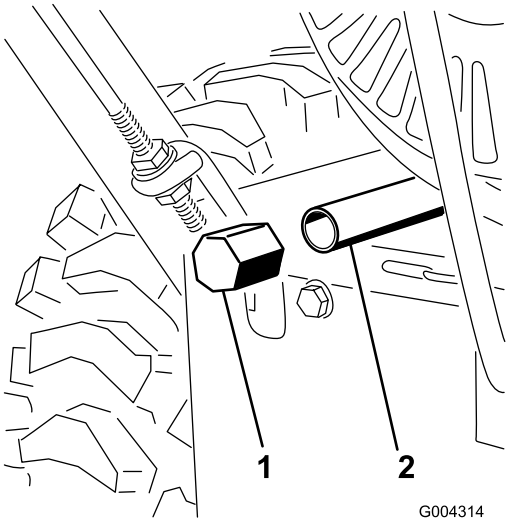

Figur 32
3. Gör rent runt oljeavtappningspluggen (Figur 32).
4. Skjut in ett oljetråg under avtappningsröret och ta bort oljeavtappningspluggen (Figur 32).